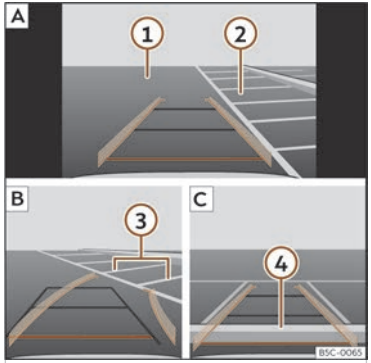

Fig. 155 Visualització a la pantalla del sistema d'Infotainment: aparcar amb l'assistent de marxa enrere.
Llegenda de la >>> **fig. 155**:
- Situeu el vehicle davant de l'espai d'aparcament >>> **fig. 155** 2 A.